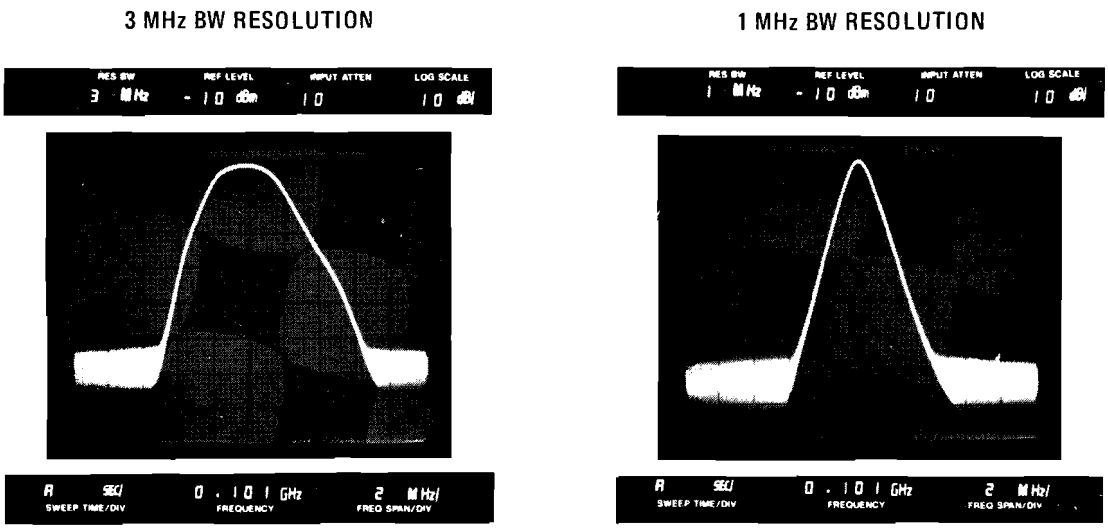

Figure 5-35. 321.4 MHz Bandpass Filter Alignment Spectrum Analyzer Display
u. Adjust A37C1 through A37C4 321.4 BP ADJUST for most symmetrical and centered bandpass display on spectrum analyzer CRT display (Figure 5-35).
v. Set 8565A RESOLUTION BW to 1 MHz and check for symmetrical and centered bandpass display as shown in Figure 5-35.